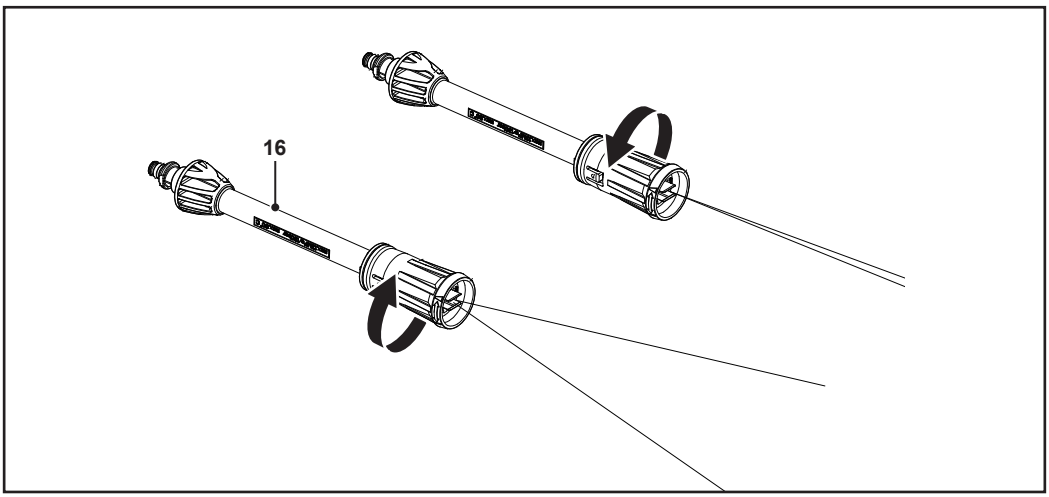

Fig. 10
Rode o bocal ajustável (16) para mudar o fluxo desde uma ampla pulverização em leque para áreas de maiores dimensões a um fluxo direto para uma limpeza direcionada (Fig. 10).